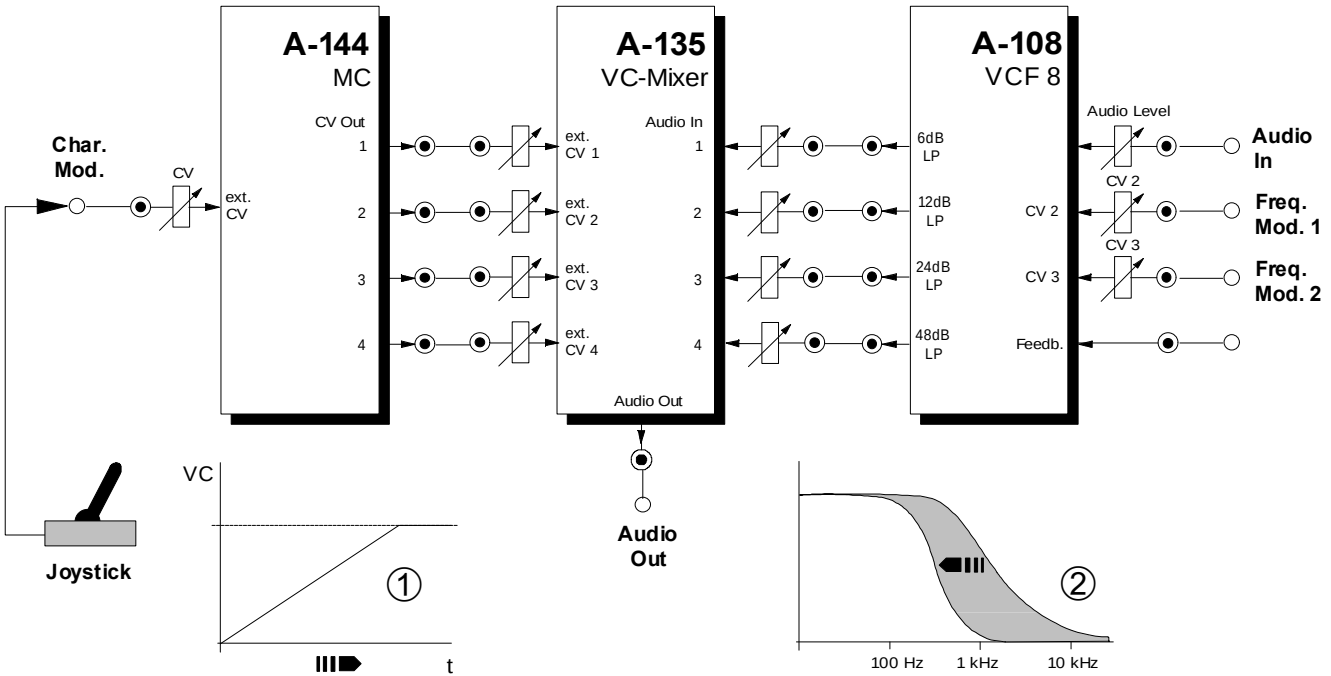

Abb. 5: Filter mit spannungsgesteuerter Flankensteilheit
Ein **Filter mit spannungsgesteuerter Flankensteilheit** können Sie mit dem A-108 in Verbindung mit dem Morphing Controller A-144 und dem spannungsgesteuerten Mixer A-135 realisieren. Abbildung 5 zeigt den Aufbau.
Das Signal zur Steuerung der Filtercharakteristik (genauer: Flankensteilheit) führen Sie dem A-144 an seinem Steuereingang (hier: “Char. Mod.”) zu. So erhalten Sie beispielsweise ein “Sweep der Flankensteilheit”, d.h. ein kontinuierliches Ansteigen der Flankensteilheit von 6 dB bis hin zu 48 dB (s. Abb. 5, ②), wenn Sie z.B. mit einem Joystick eine stetig steigende Steuerspannung (s. Abb. 5, ①) zuführen (vgl. auch Anwendungsbeispiele zum A-144).
Der Aufbau in Abb. 5 bietet ein breites Experimentierfeld für ungewöhnliche Filtereffekte, wobei Ihnen folgende Modulationseingänge zur Verfügung stehen: